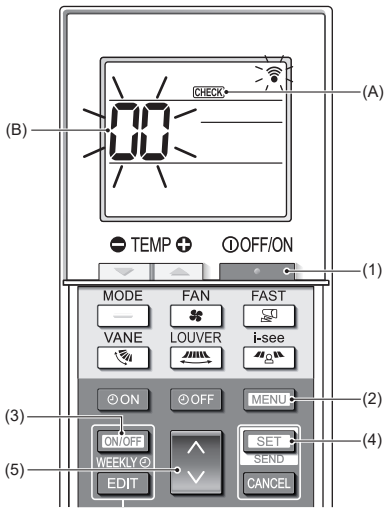

Fig. 7-6
7.3.2. Pour la télécommande sans fil (Fig. 7-6)
■ **Auto-vérification (Fig. 7-6)**
1. Appuyez sur le bouton [ ] (1) pour arrêter le climatiseur.
- Si la minuterie hebdomadaire est activée (WEEKLY est affiché), appuyez sur le bouton [ON/OFF WEEKLY] (3) pour la désactiver (WEEKLY disparaît).
2. Appuyez sur le bouton [MENU] (2) pendant 5 secondes.
- CHECK (A) s'allume et l'appareil entre en mode auto-vérification.
3. Appuyez sur le bouton [ ] (5) pour sélectionner l'adresse de réfrigérant (adresse M-NET) (B) de l'appareil intérieur pour lequel vous voulez effectuer l'auto-vérification.
4. Appuyez sur le bouton [SET] (4).
5. Appuyez sur le bouton [ ] (1).
- CHECK (A) et l'adresse de réfrigérant (adresse M-NET) (B) s'éteignent et l'auto-vérification est terminée.